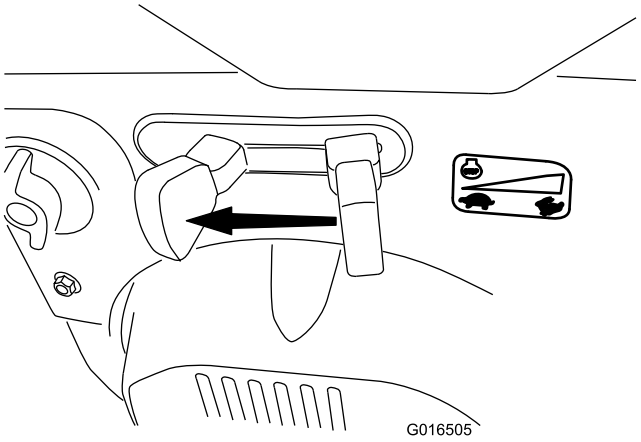

Figur 32
1. För gasreglaget till det långsamma läget och sedan till stoppläget (Figur 32) för att stänga av motorn. Motorn kan också stoppas genom att dra tändningsnyckeln utåt till mellanläget.